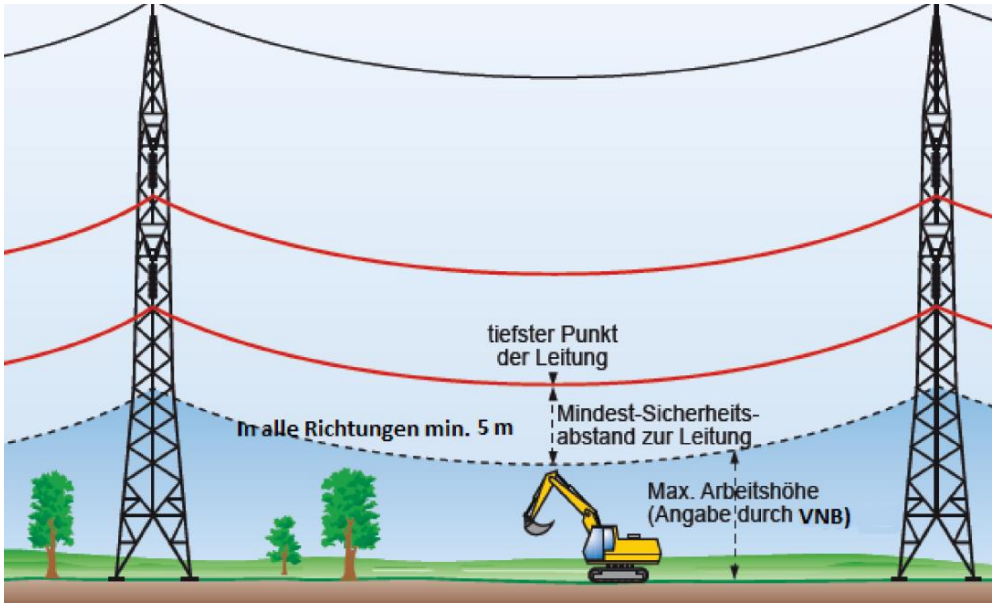

**Abb. 6** © EW Medien und Kongresse GmbH, Frankfurt am Main
- über 110.000 Volt Schutzabstand = 5 m nach allen Seiten (siehe Abb. 6),